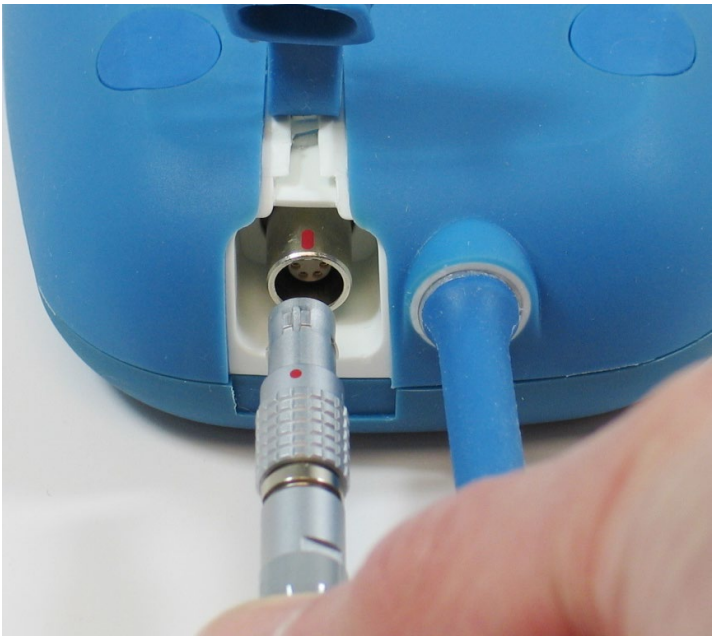

Figura 8: Alinhamento dos conectores de CC
4. Alinhe o ponto vermelho no conector de saída de CC do adaptador de CA com a linha vermelha no conector de entrada de energia do Carregador Vesta (consulte a **Figura 8**) e introduza o conector de saída de CC no conector de entrada de energia.